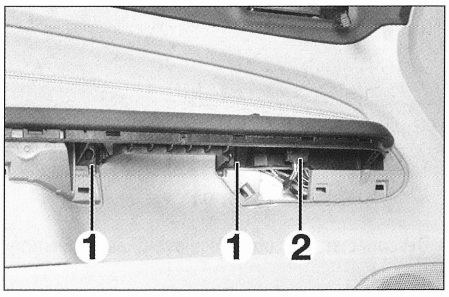
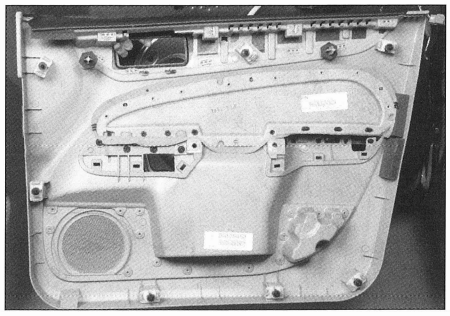

FIG. 54
FIG. 55
• Sacar el conector (2) **(fig. 54)** (según equipo).
• Desmontar los dos tornillos (1).
• Desengrapar y desmontar el guarnecido **(fig. 55)**.